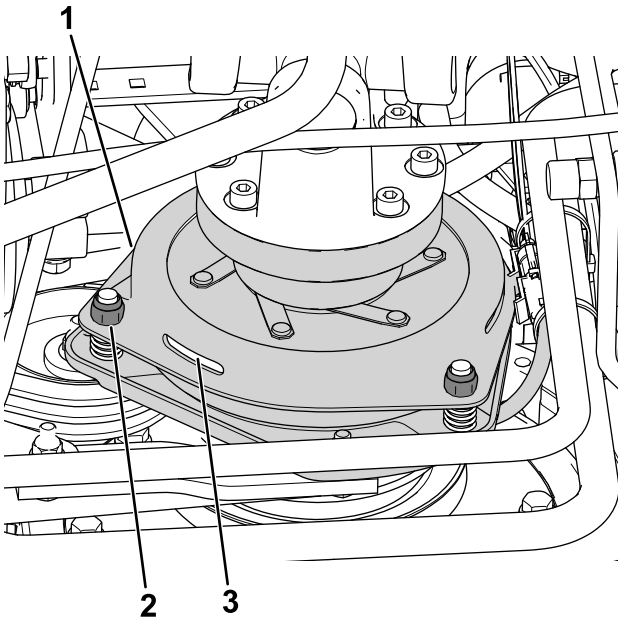

Figur 80
3. Juster mellemrummet, så en søgelære på 0,3 mm kan glide ind mellem koblingsbelægningen og friktionspladen med et let tryk (Figur 80).
Bemærk: Mellemrummet kan reduceres ved at dreje justermøtrikkerne med uret (Figur 80). Det maksimale mellemrum er 0,6 mm. Juster alle 3 mellemrum til 0,4 mm.